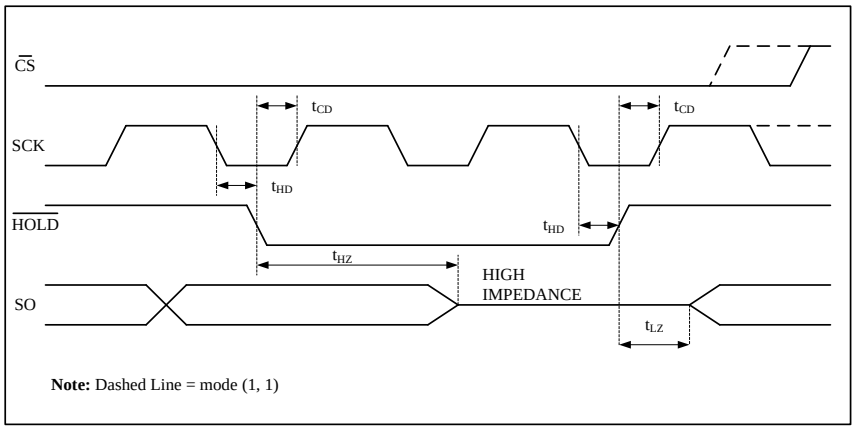

Figure 13
The $\overline{HOLD}$ input can be used to pause communication between host and BL25CM1A. To pause, $\overline{HOLD}$ must be taken low while SCK is low (Figure 13). During the hold condition the device must remain selected ($\overline{CS}$ low). During the pause, the data output pin (SO) is tri−stated (high impedance) and SI transitions are ignored. To resume communication, $\overline{HOLD}$ must be taken high while SCK is low.